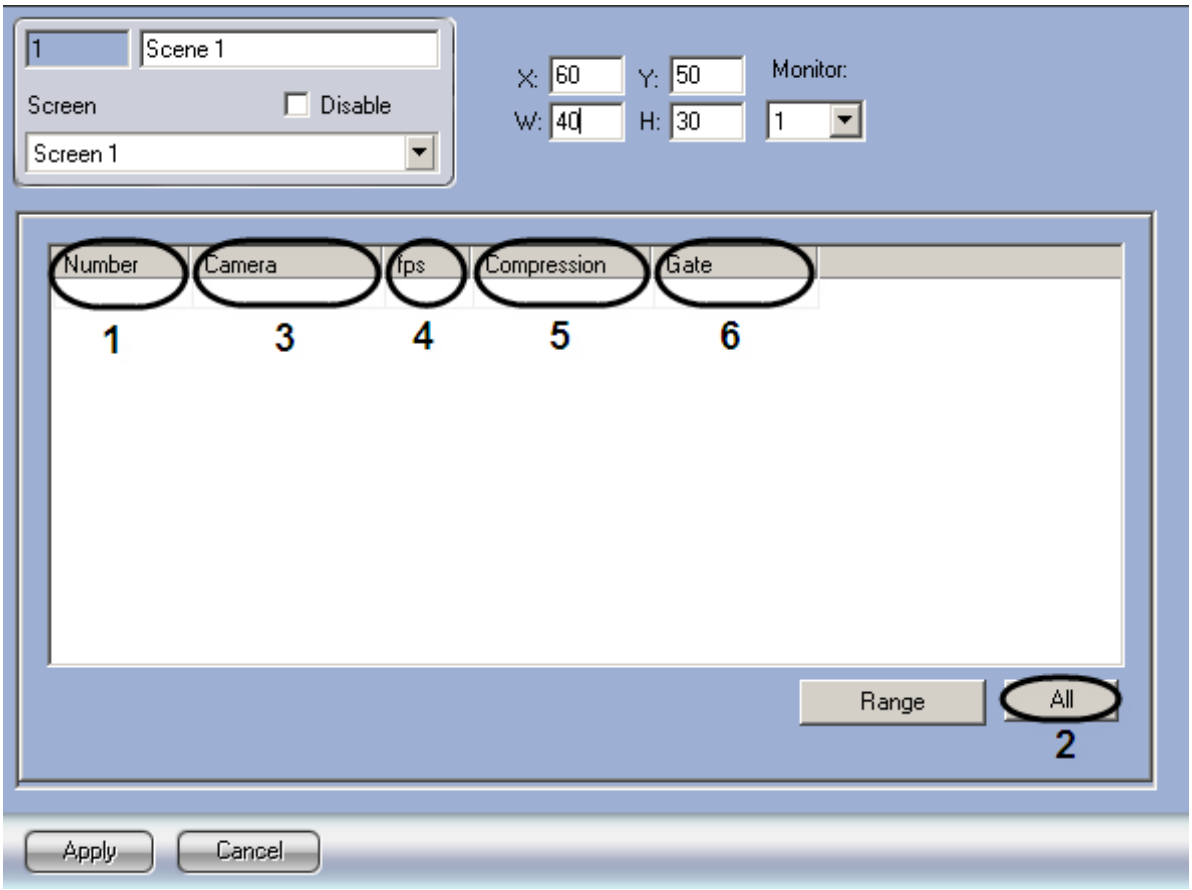

Figure 8.4-52 Cameras selection
1. Go to the settings panel of the "Scene" object (Figure 8.4-52).
2. Select the number of required camera from the "Number" dropdown list (Figure 8.4-52, 1).
Note. To select all the cameras, registered in the system, click the "All" button (Figure 8.4-52, 2).
3. The name of selected camera will automatically be displayed in the "Camera" column (Figure 8.4-52, 3)
4. If a signal is to be thinned, the required fps is to be selected from the fps dropdown list (Figure 8.4-52, 4).
5. If a compression level of video signal is to be changed, the required compression level is to be selected from the "Compression" dropdown list (Figure 8.4-52, 5). The compression level increases from "0" (no compression) to "5" (maximum compression).
6. If the archive from the selected camera is to be received via the "Gate" object, then select the name of this object from the "Gate" dropdown list (Figure 8.4-52, 6)